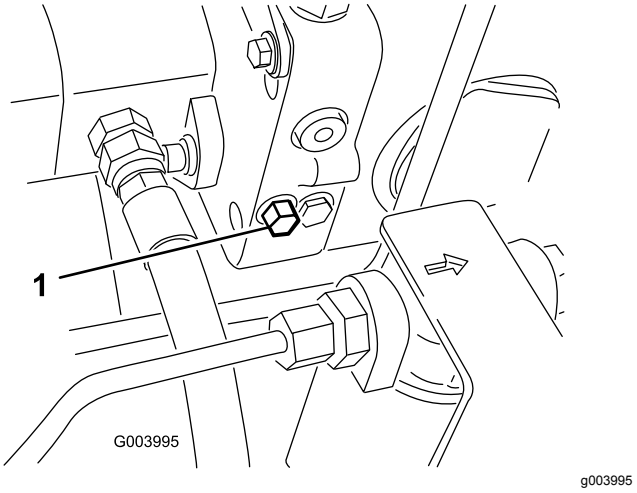

Figur 34
1. Drej omløbsventilens bolt 1 1/2 omgang for at åbne den og lade olien løbe om internt (Figur 34).